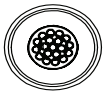

图 19
2. 打开位于疫苗储存舱内部的排水塞。如果设备配备自动排水系统，则无需打开排水塞。此时，请确保排水过滤器已清洁。参见图 19
因此，定期检查图 19 所示的排水过滤器，确保其保持清洁且无污垢和杂物堵塞，是一项重要的标准操作程序（SOP）。